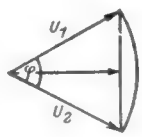

*Bild 19. Die Spannungsschwankung längs der zwischen den beiden Endpunkten eines Kettengliedes liegenden Widerstandsstrecke*
3. Parallel zu jedem Kettenglied liegt ein Potentiometer, mit dem sich jeder zwischen dem Anfangswert und Endwert liegende Phasenwinkel abgreifen läßt. Nach Bild 19 läuft die Vektorspitze der am Potentiometer abgenommenen Spannung auf der Verbindungsgeraden zwischen den Endpunkten der Spannungsvektoren $U_1$ und $U_2$; dabei ist $U_1$ die Spannung am Anfang und $U_2$ die am Ende eines Kettengliedes. Demzufolge ist bei einer mittleren Einstellung des Potentiometers die an ihm abgegriffene Spannung kleiner als in den Endstellungen. Diese Differenz ist um so größer, je größer die Phasenverschiebung innerhalb eines Gliedes ist. Um stärkere Amplitudenschwankungen beim Durchdrehen der Frequenz zu vermeiden, begrenzt man die Phasenverschiebung je Glied mit 90°. Außerdem gleicht man diese Amplitudenschwankungen durch eine Amplitudenregelung aus.